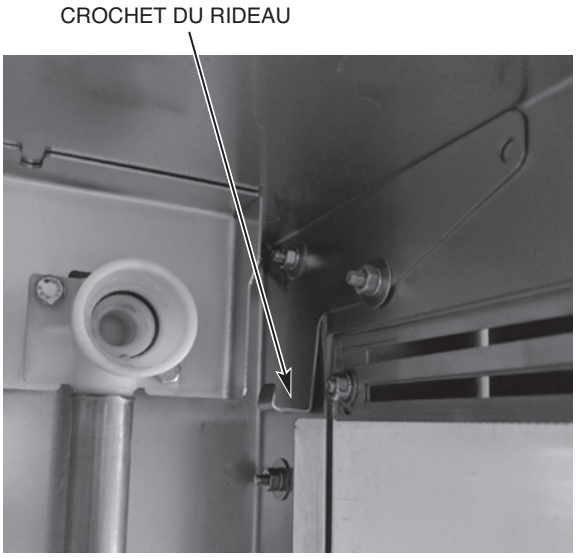
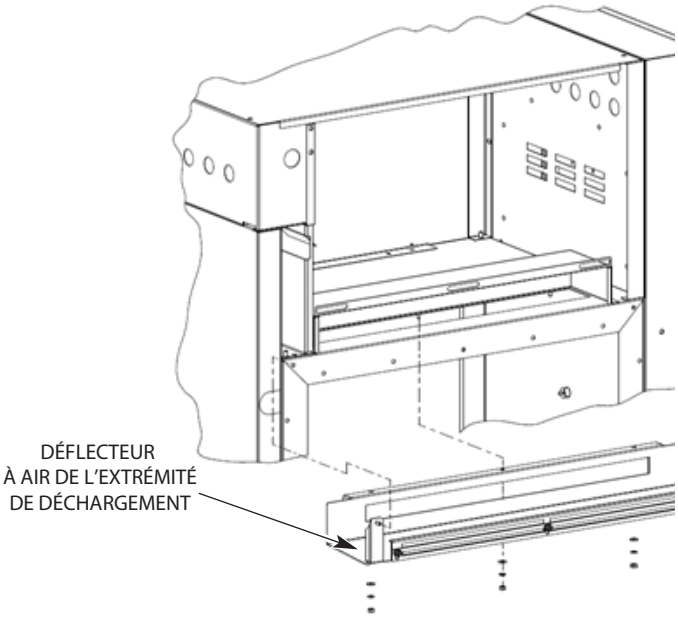

Fig. 9
Fig. 10
Installez le déflecteur d'air de déchargement et deux crochets de rideau sur le joint de la section de double rinçage/déchargement. Les crochets de rideau s'installent sur les goujons du déflecteur à air qui dépassent au travers des trous supérieurs arrière et avant de la chambre où les sections sont raccordées à l'aide d'attaches appropriées (Fig. 9). Le déflecteur d'air de l'extrémité de déchargement est doté de trois trous de montage qui doivent être insérés au travers des trois goujons qui dépassent de la partie supérieure de la chambre de déchargement. Vissez avec des écrous, rondelles-frein et rondelles ¼-20 (Fig. 10).
4. Utilisez le scellant Permagum sur le côté intérieur des rondelles aux deux côtés de la section pour scéller adéquatement (Fig. 10). Un étau en C pourrait être nécessaire pour installer les accessoires. Boulonnez le joint à dos d'âne aux rebords du bas du réservoir à l'aide de sept boulons de taille longue, rondelles, rondelles-frein et écrous fournis.